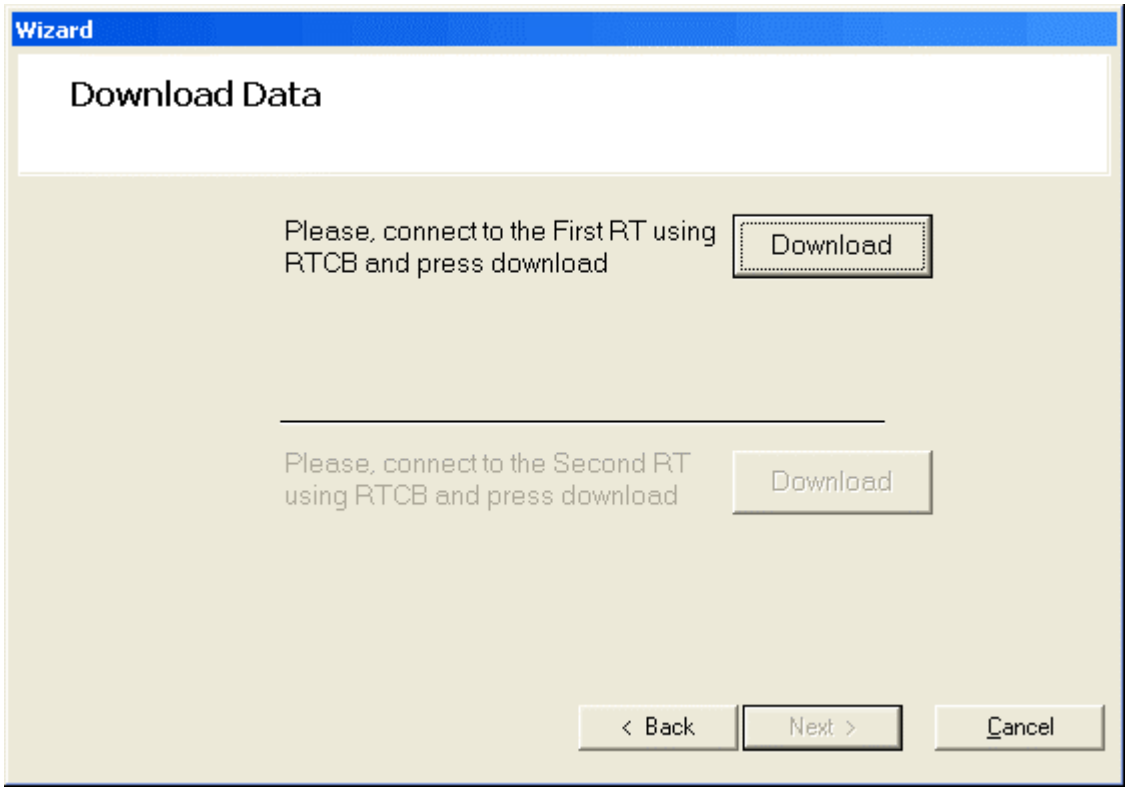

Figure 2-7. Download Data Dialog Box
1. Make sure that the management station is connected to the 10/100 LAN port of the RTCB, and click the Download button in the Download Data dialog box (see *Figure 2-7*).